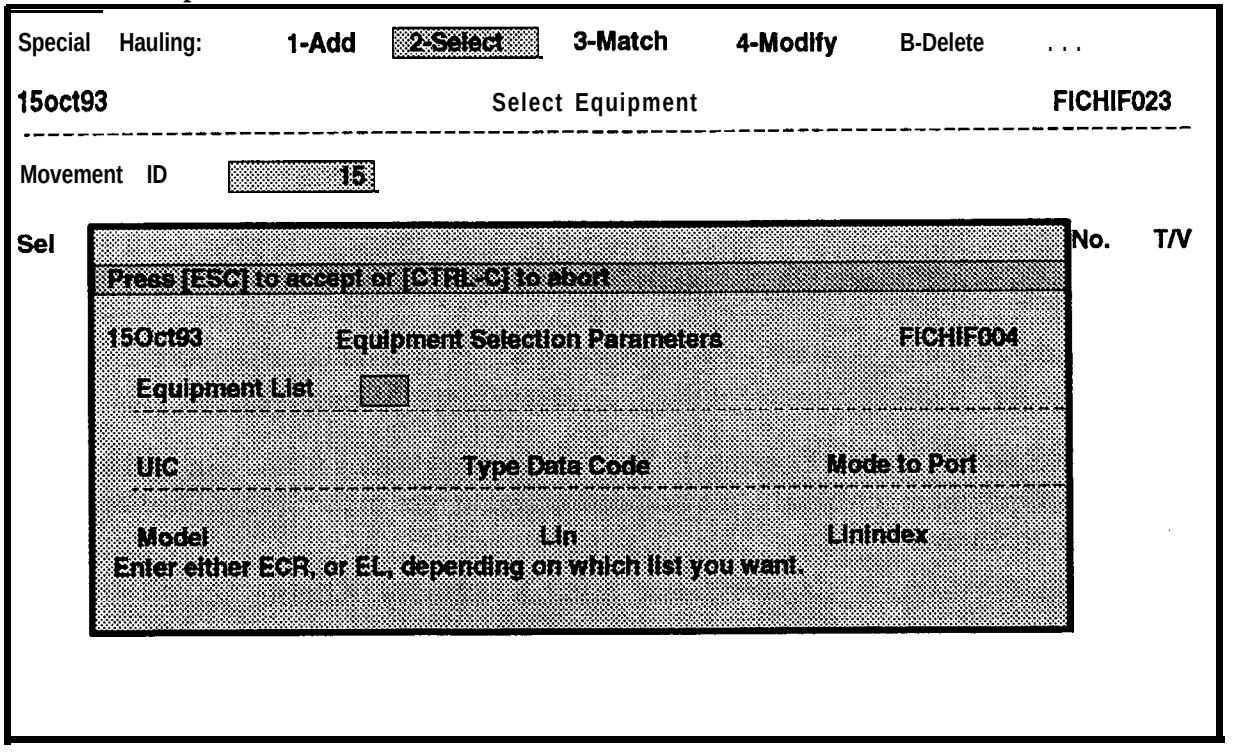

Figure 7-38. Equipment Selection Parameters Window
e. You will see the Equipment Selection Parameters window. The cursor is in the **Equipment List** field, as shown in Figure 7-38. This window is used to enter query criteria for equipment selection.